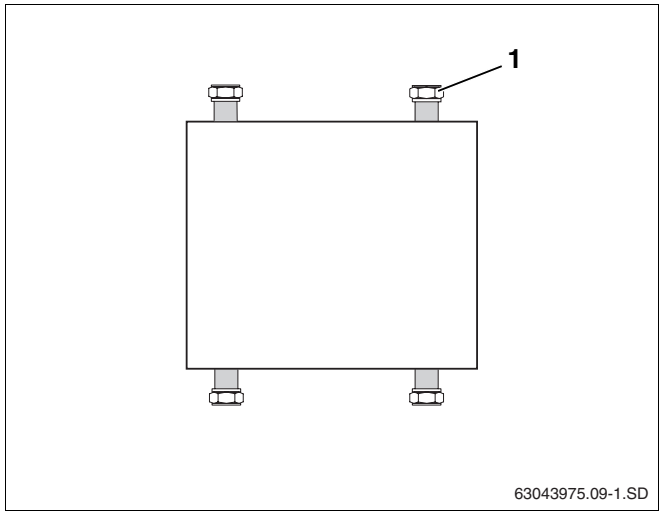

Afb. 9 Compleetstation met klemringkoppelingen
Voordat u de Twin Tube DN 20 aansluit op het compleetstation, moet u vaststellen welke aansluitingen (afb. 9, **pos. 1**) op het compleetstation aanwezig zijn.